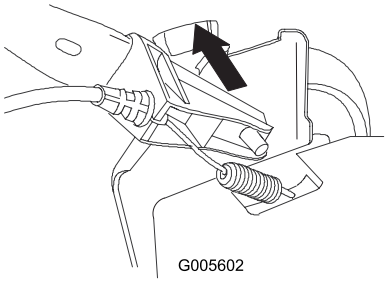

Figur 4
2. Monter den nederste, venstre håndtagsende og kabelforankringen på pladen på det venstre håndtagsbeslag (Figur 4).
Bemærk: Brug det øverste hul i håndtaget (Figur 4).